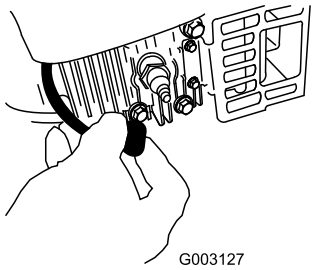

Figur 32
2. Koble fra tennpluggledningen fra tennpluggen (Figur 32) før du utfører vedlikeholdsprosedyrer.